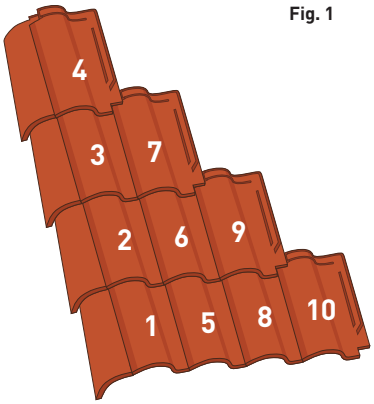

Fig. 1
3. On posera le reste du versant comme indiqué dans le schéma **(fig.1)**.